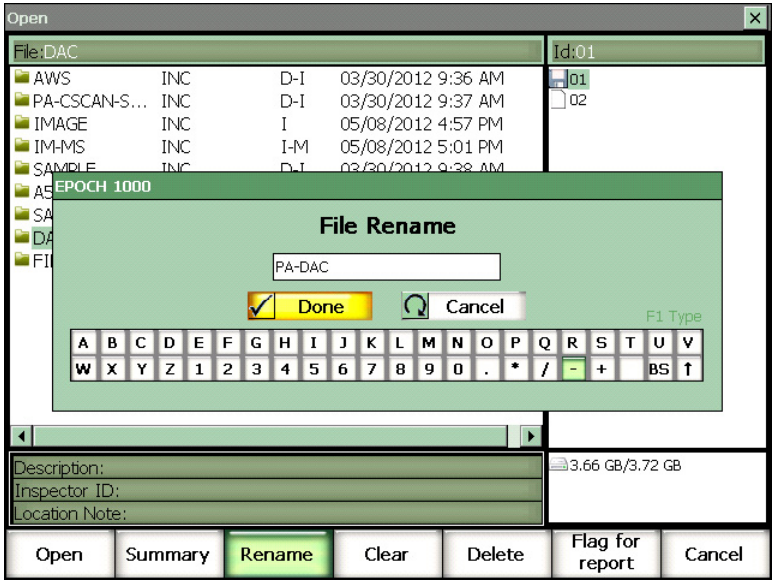

Figure 10-8 Renaming a file
2. Enter the new file name using the virtual keypad (see Figure 10-8 on page 208).